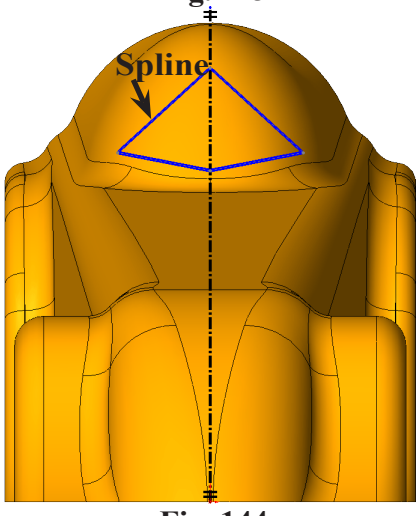

Fig. 144
Step 11. Draw **two point** spline between end of first spline and centerline above first spline, **Fig. 144**. **Right click drawing and click Select** from menu to end spline.